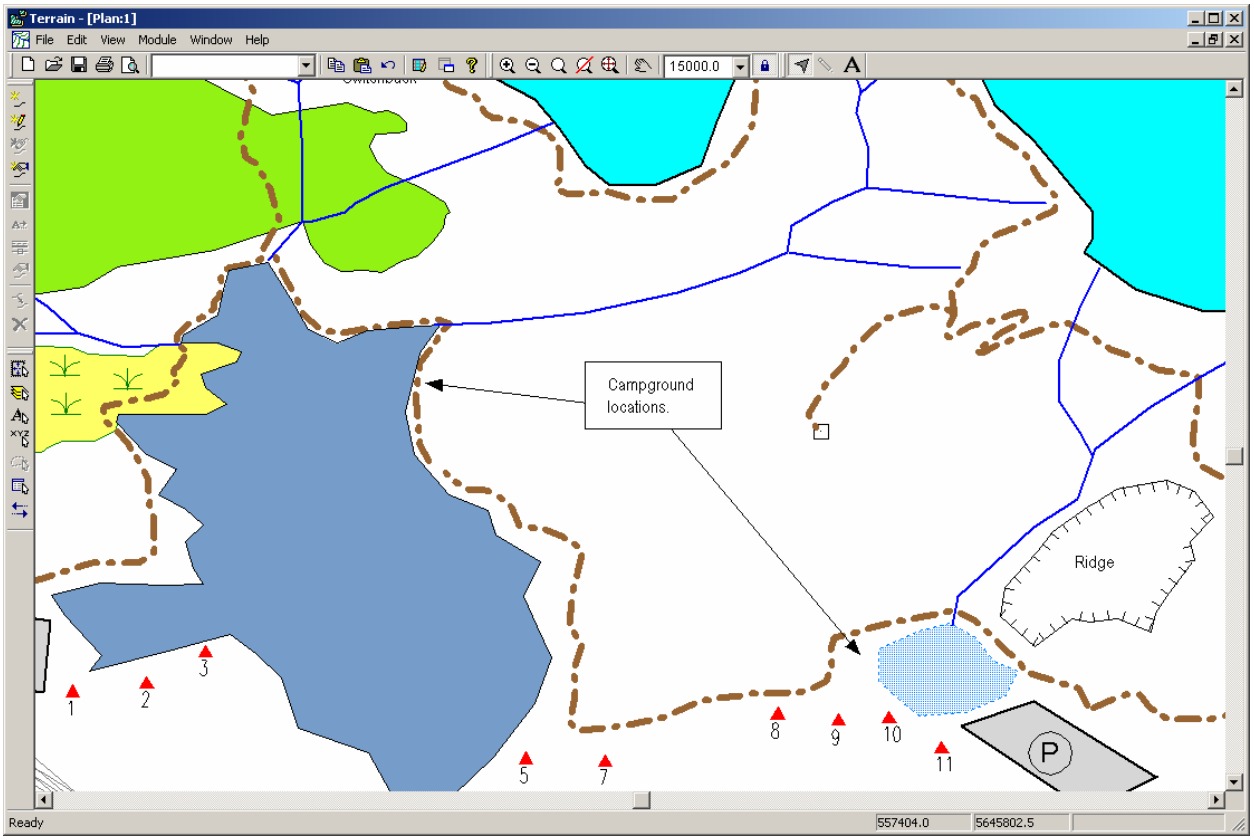

Figure 3.18: Campground Locations
3. Move the cursor to one of the campground locations as indicated by the 2 arrowheads in Figure 3.18 and press the left mouse once to create (and capture) a new point. Left click again to anchor the new point.